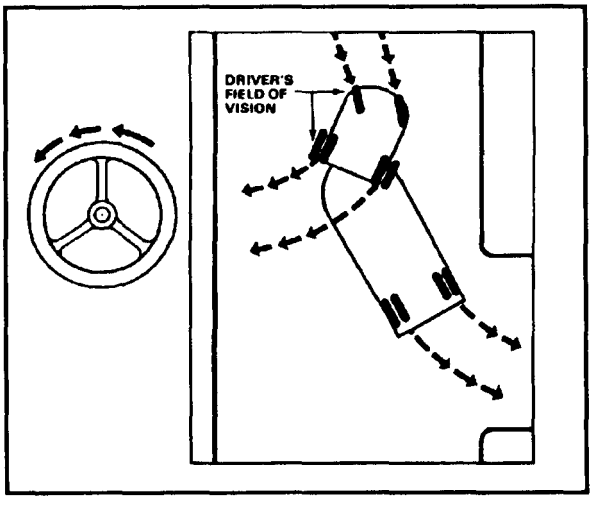

FIGURE 18-7. Backing the Semitrailer (Blind Side).
*Backing to the Right.* Reverse the procedure described above. This is known as backing blind side (Figure 18-7). Use it only when there is not enough space to manipulate your vehicle for backing sight side.